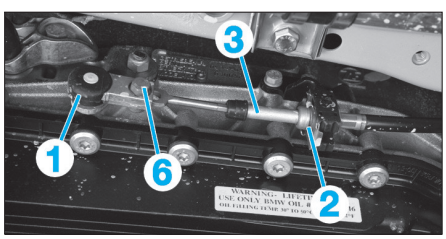

Fig. 20
• A l'aide d'un tournevis, dégager la tête du câble de sélection (1) de la rotule du levier de câble **(Fig.20)**.
• Retirer l'agrafe de sûreté (2).
• Pousser le câble (3) vers l'arrière et le décrocher par le bas.
• Agrafer la tête du câble de sélection (1) sur la rotule du levier de sélection **(Fig.20)**.
• Déposer la vis (6).
• Tirer le câble de sélection (3) dans le sens de la flèche et le relâcher.
• Reposer la vis (6) et la serrer au couple prescrit.